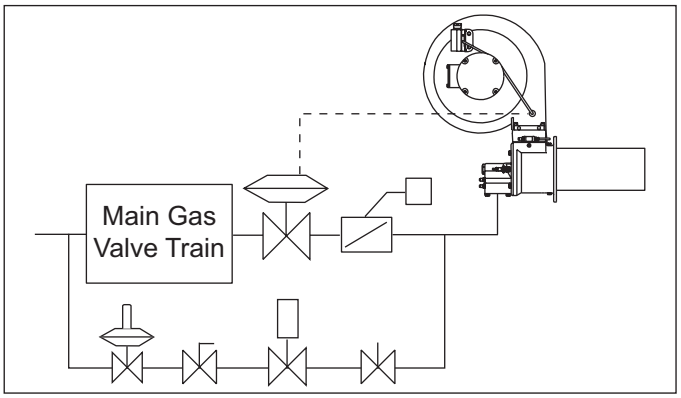

**Figure 3.8 Bypass Gas Pressure Regulator via Independent Pressure Regulator**
- Provide a bypass gas pressure regulator. (See Figure 3.8)